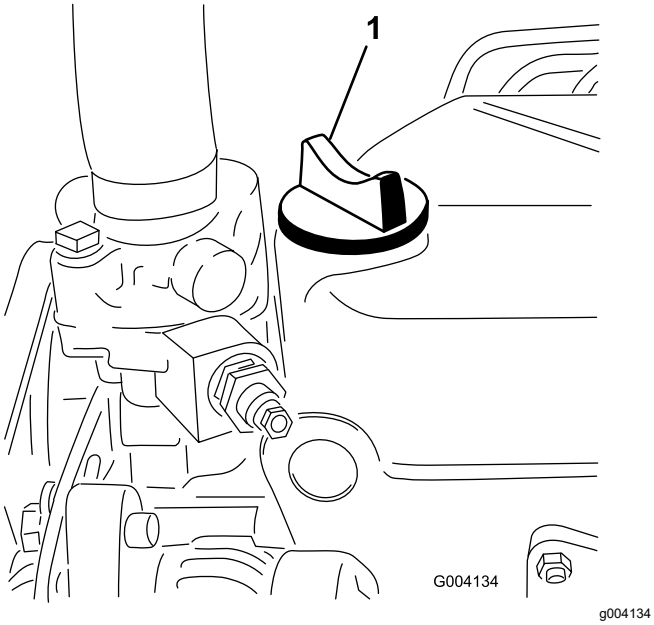

**Figur 60**
5. Hvis olieniveauet er under FULL-mærket, skal du fjerne påfyldningsdækslet (Figur 60) og fylde olie på, indtil niveauet når FULL-mærket på målepinden.